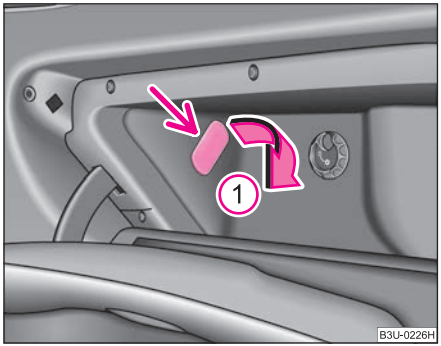

Fig. 209 Storage compartment: Lighting
– Insert a small screwdriver into the slot next to the light ⇒ fig. 209 and carefully lever out the light in the direction of the arrow (1).